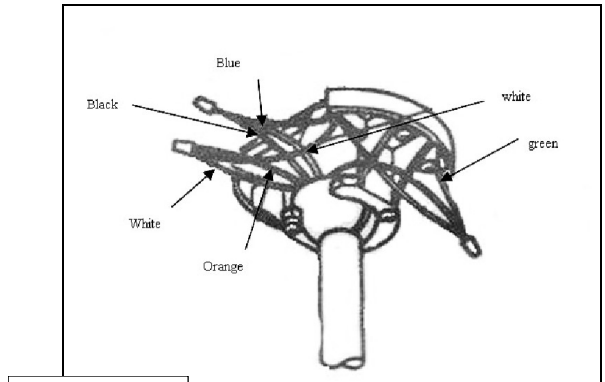

Figure 5
- Attach the GREEN wire (connected to the half ball) to the GROUND wire in the junction box. The GROUND wire is usually a bare copper wire without plastic insulation. It could also be covered in green plastic insulation or attached to the metal junction box in the ceiling. *(figure 5)*
- Fold the connected wires *(figure 5)* and push them up inside the electrical junction box with the black and blue wires to one side and white and orange wires to the other side.